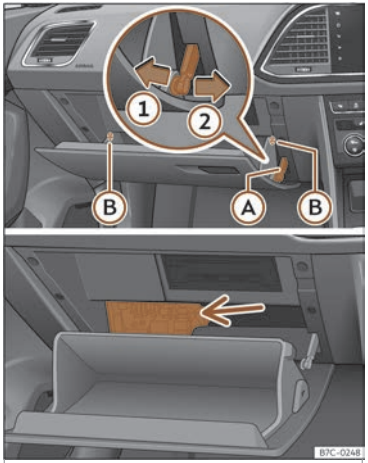

Fig. 46 Portaluvas (volante á dereita):acceso á caixa de fusibles.
- Desmonte o freo de apertura››› **fig. 46** Ⓐ en dous pasos: primeiro desbloquee o freo puxando deste cara atrás (frecha ①) e despois despráceo lixeiramente cara á dereita (frecha ②). Desmonte a guía cando a tapa estea en apertura normal (30°).